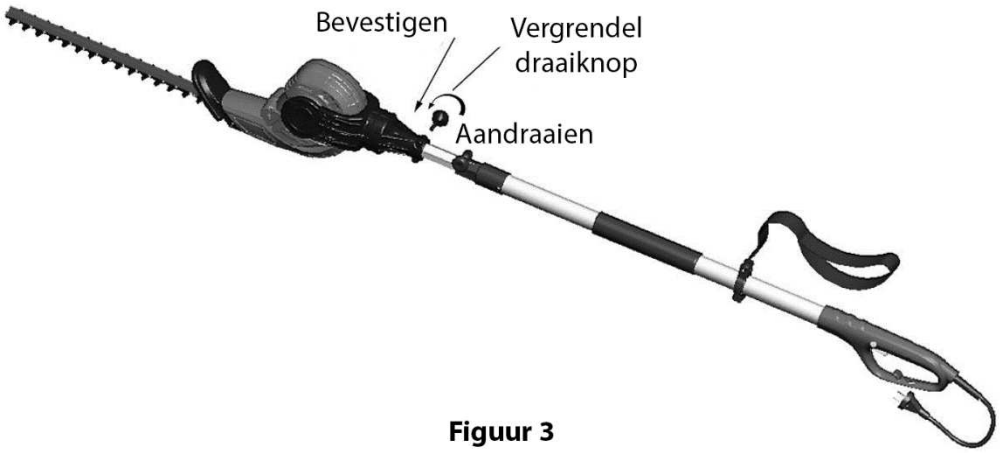

Figuur 3
3. Bevestig de draaiknop in het schroefgat (zie figuur 3). Vervolgens draai je de draaiknop stevig aan. Controleer of de verbinding stevig vast zit.